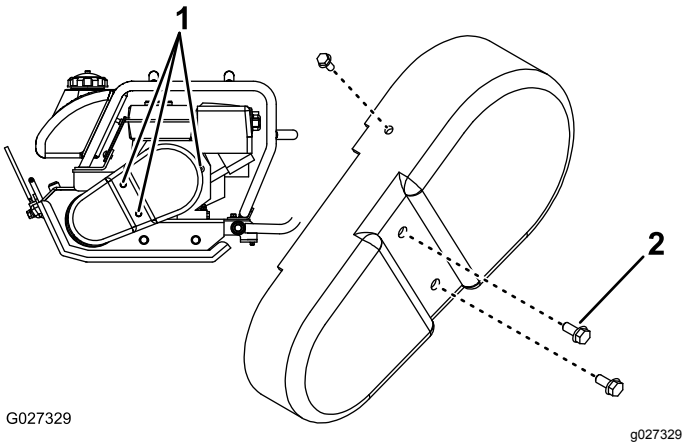
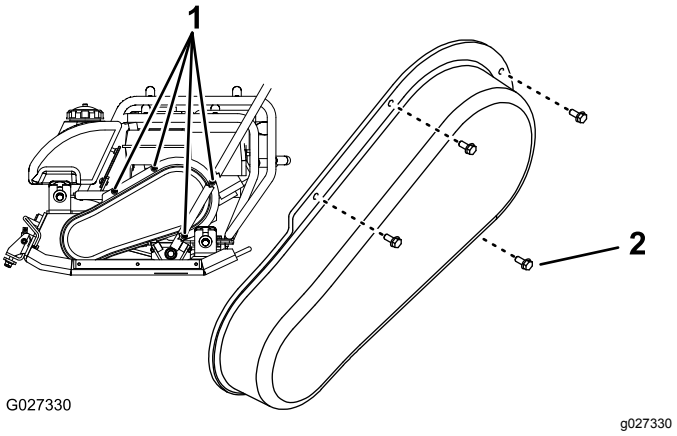

**Figure 24**
**Figure 25**
1. Remove the flanged-head bolts that secure the belt cover to the engine (Figure 24 or Figure 25).